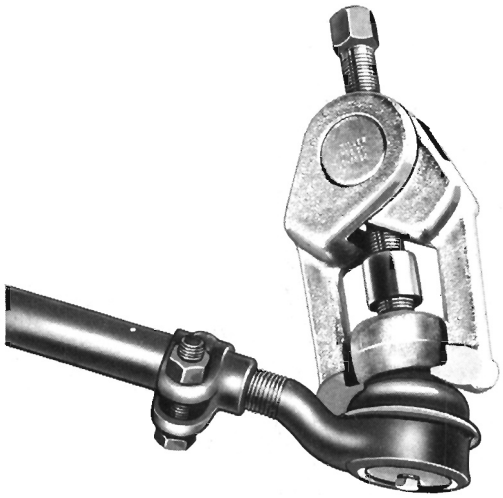
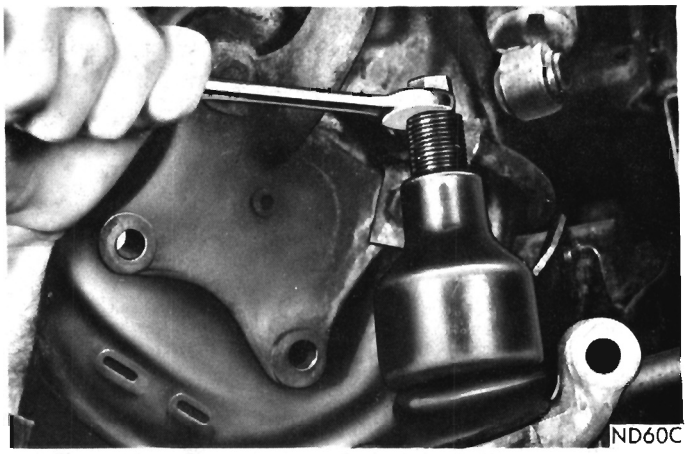

Fig. 9—Removing Tie Rod End Stud from Steering Knuckle Arm
Fig. 16—Removing Lower Ball Joint Stud
(1) Remove tie rod ends from steering knuckle arms (Fig. 9). **Use care not to damage seals.**
(2) Remove inner tie rod ends from center link.
(3) Remove idler arm stud from center link.
(4) Remove idler arm bolt from crossmember bracket.
(5) Remove steering gear arm stud from center link.
(6) Remove steering gear arm from gear.
(2) Remove lower shock absorber attaching bolt and push up and out of way, and remove torsion bar from lower control arm.
(3) Remove tie rod end from steering knuckle arm using Tool C-3894 (Fig. 9). **Use care not to damage seal.**
(4) Remove sway bar to strut strap (Fury Models) or remove sway bar link from lower control arms (Valiant, Satellite).
(5) Remove steering knuckle arm to brake support bolts and remove steering knuckle arm. Move brake support assembly out of way.
(6) Remove ball joint stud from lower control arm using Tool C-3964 (Fig. 16). The bottom portion of tool must be positioned between seal and control arm to avoid seal damage.
(1) Remove upper control arm rebound bumper.
(2) Raise vehicle so front suspension is in full rebound. Remove all load from torsion bar by turning adjusting bolt counterclockwise. If jacks are used to raise vehicle it is essential that a support be used between the crossmember and jack.
(3) Remove wheel, tire and drum as an assembly. It may be necessary to back-off the brake shoes to facilitate removal of drum assembly.
(4) Remove two lower bolts from the brake support attaching steering arm and ball joint assembly to steering knuckle.
(5) Remove tie rod end from steering arm using Tool C-3894. **Use care not to damage seal.**
(6) Using Tool C-3964 remove ball joint stud from lower control arm (Fig. 16), and remove steering arm and ball joint assembly.